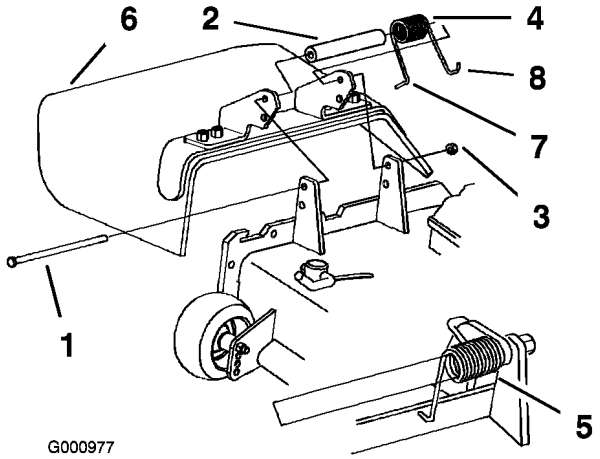

Figur 81
1. Fjern låsemøtrikken, bolten, fjederen og afstandsklodsen, som fastholder græsdeflektoren til akselbeslagene (Figur 81). Fjern den beskadigede eller slidte græsdeflektor.
Bemærk: Sørg for, at fjederens L-formede ende monteres bag skjoldets kant, før bolten monteres som vist i Figur 81.
3. Montering af bolt og møtrik. Placer fjederens **J**-formede ende omkring græsdeflektoren (Figur 81).